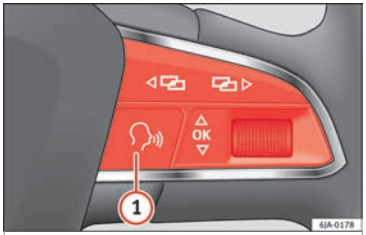

Fig. 33 Multifunction steering wheel: voice control.
Briefly press button ⟲ 1 ››› **Fig. 33** on the multifunction steering wheel.
If the system is playing a message, end the message by briefly pressing button ⟲ 1 ››› **Fig. 33** on the multifunction steering wheel.
- briefly press button ⟲ 1 ››› **Fig. 33** on the multifunction steering wheel.